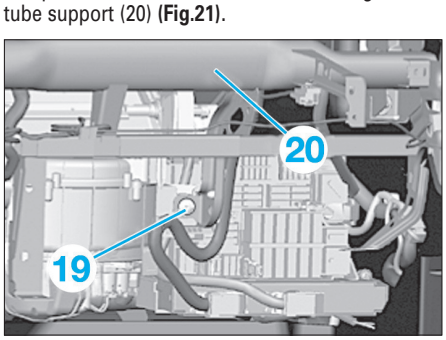

Fig. 21
• Déposer la vis (19) du bloc de chauffage sur le tube support (20) **(Fig.21)**.